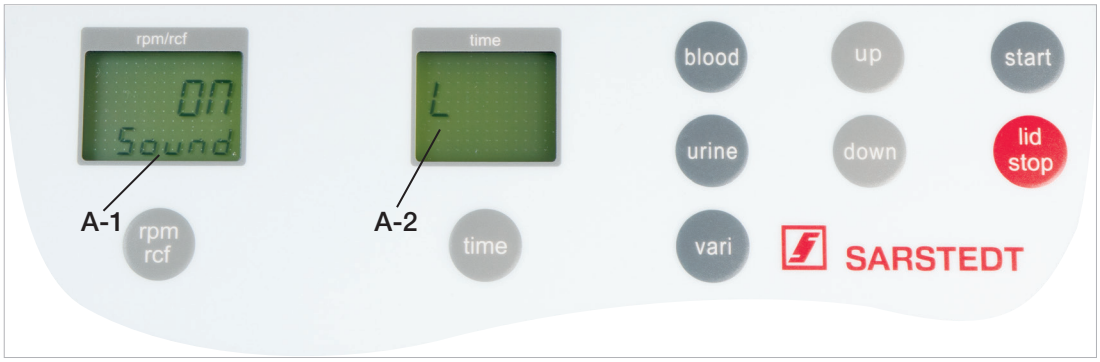

Abbildung 4
- Alle veränderten Einstellungen müssen durch Betätigen der Taste „start“ (8) abgespeichert werden. Zur optischen Bestätigung erscheint im Anzeigenfeld „rpm/rcf“ (A-1) der Schriftzug „store“ – nur dann sind die Vorwahlen wirksam!
Öffnen Sie wie unter Punkt 1.8.1 beschrieben, das Menü „Grundeinstellungen“. Danach drücken Sie die Taste „time“ (3). Im Anzeigenfeld „time“ (A-2) blinkt der aktuell angewählte Menüpunkt. Wählen Sie nun mit den Tasten „up“ (7) und „down“ (7) den Buchstaben „L“. Daraufhin erscheint im Anzeigenfeld „rpm/rcf“ (A-1) der Schriftzug „on sound“. Wenn Sie jetzt die Taste „rpm/rcf“ (2) drücken, blinkt der Schriftzug „on“ und mit den Tasten „up“ (7) und „down“ (7) kann der Ton abgeschaltet werden (siehe Abbildung 4).